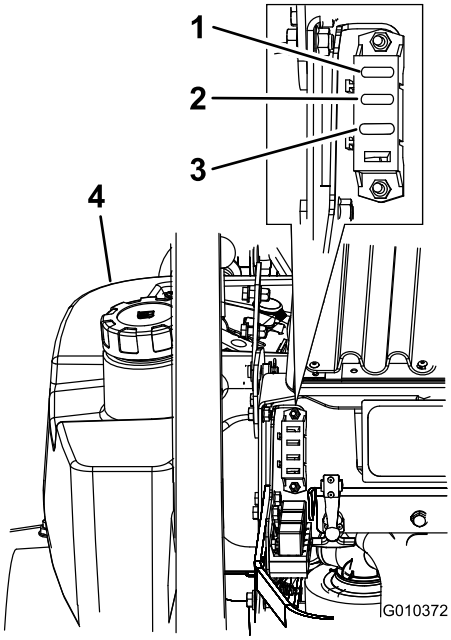

Figur 53
1. Lossa motorkåpan och fäll upp den för att få åtkomst till säkringshållaren (Figur 53).
3. Sätt i en ny säkring (Figur 53).